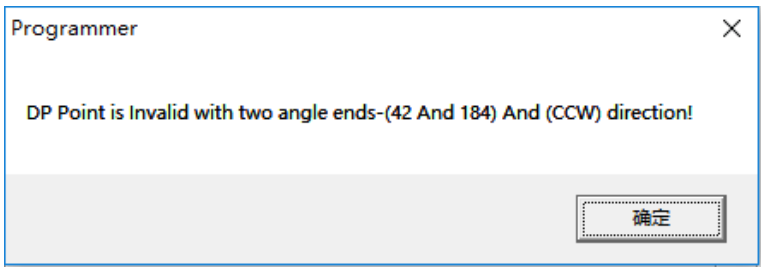

图 4.2.7
6、确认好编程参数后可点击 Linear Graph 按钮查看该设置的参数值是否合理，若有参数设置异常，则会提示类似于下图 4.2.7 中所示的警告，根据图中信息确认 DP 点是否设置正确，或是 clockwise 是否需要勾选。